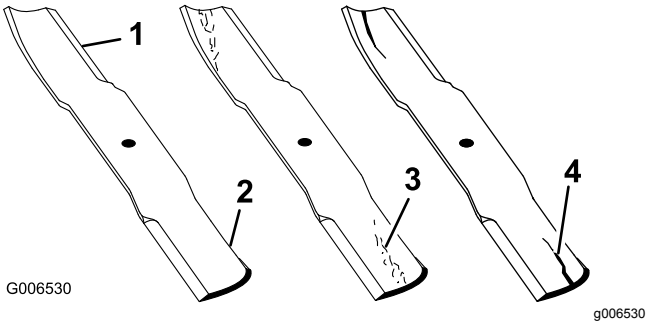

**Figuur 76**
1. Controleer de snijranden (Figuur 76).
4. Als u scheuren, slijtage of groefvorming in dit deel constateert, moet u direct een nieuw mes monteren (Figuur 76).